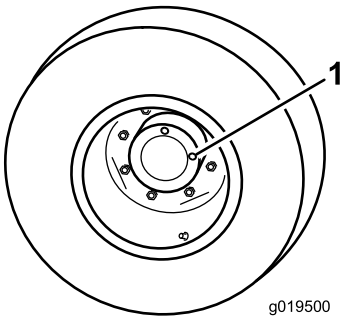

Figuur 12
1. Plaats de machine op een egale ondergrond en zet het wiel zodanig dat één controleplug (Figuur 12) zich bovenaan bevindt, en de andere rechts.
1. Controle-/aftapplug (2)
2. Verwijder de rechtse controleplug (Figuur 12). De olie zou tot de onderkant van de opening van de controleplug moeten reiken.